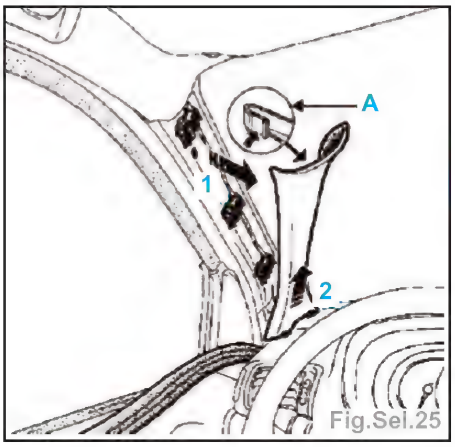

Fig.Sel.25
- Ecarter légèrement la garniture en partie sup. afin de presser le clip de maintien (A) (Fig.Sel.25).
- Déclipper la garniture (1).
- Dégager la garniture de son logement sur la planche de bord (2).